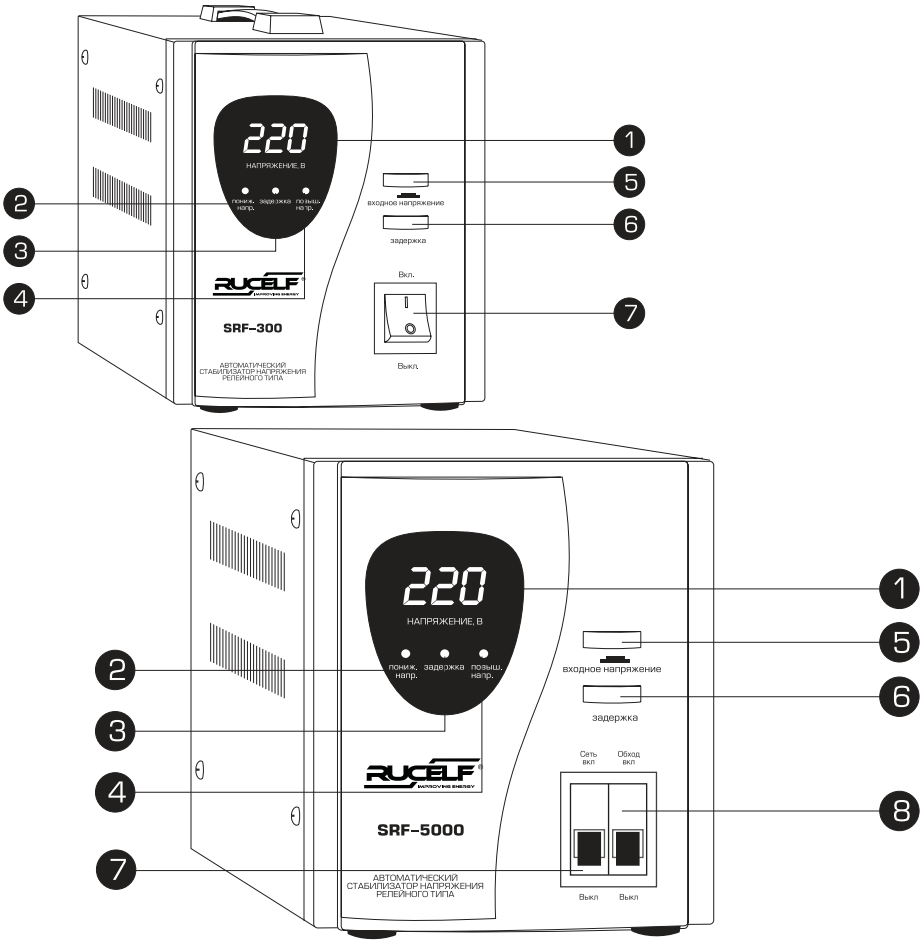

Рис. 2
- Перед подключением убедиться, что кнопка или автоматический выключатель № 7,8 (рис.2) находится в положении «выкл.».